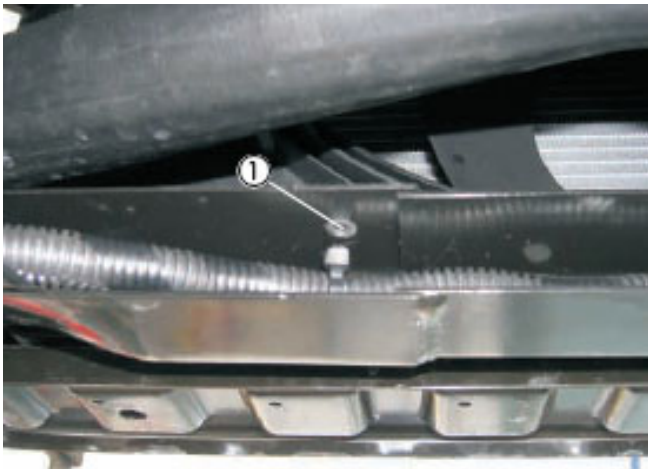

Bilde 3
Monter varmerbraketten (1) i hullene beskrevet på bilde 3 og 4 (2) med M6x16 skruer m/mutter.